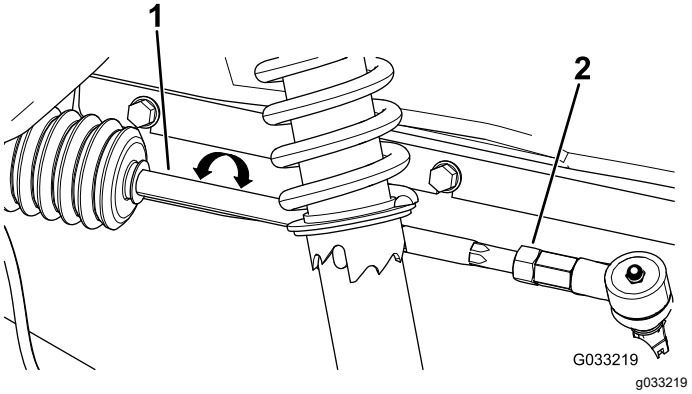

Figura 57
2. Se a medição obtida não se situar entre 0 e 6 mm, desaperte as porcas de retenção nas extremidades das barras (Figura 57).